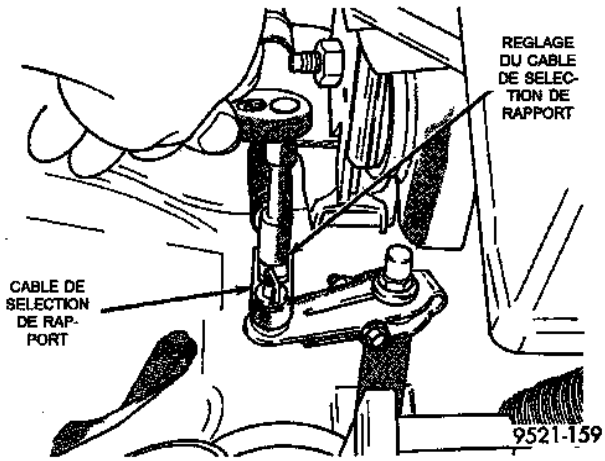

Fig. 11 Câble de sélection de rapport
(1) Placer le véhicule sur un sol horizontal et serrer le frein de stationnement.
(2) Placer le levier de sélection en position de stationnement (P) et déposer la clé.
(3) Desserrer la vis de réglage du câble au levier actionnant la boîte-pont (Fig. 11).
(4) Tirer le levier actionnant la boîte-pont complètement vers l'avant, à la position de verrouillage de stationnement.
(5) Desserrer le frein de stationnement puis pousser le véhicule pour s'assurer du verrouillage en position de stationnement. Serrer à nouveau le frein de stationnement.
(6) Serrer la vis de réglage du câble au couple de 8 N·m (70 livres pouce). A ce moment, le câble de sélection de rapport doit être réglé correctement.
(7) Vérifier le réglage par la méthode précédente.